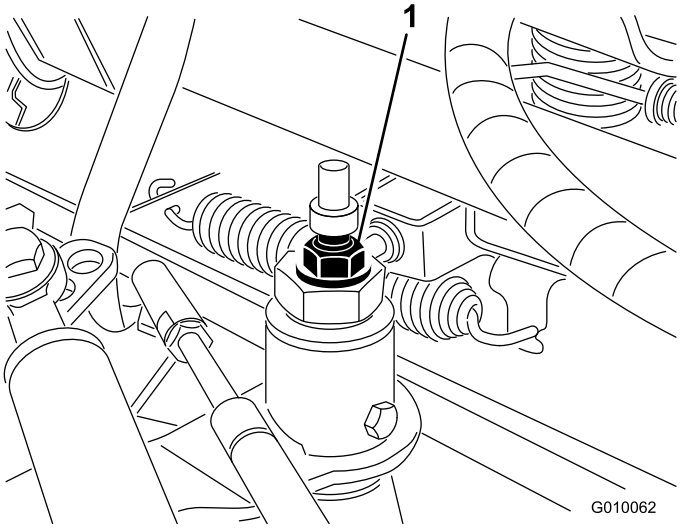

**Figuur 54**
3. Draai de borgmoer op de afstelnok van de tractie los (Figuur 54).